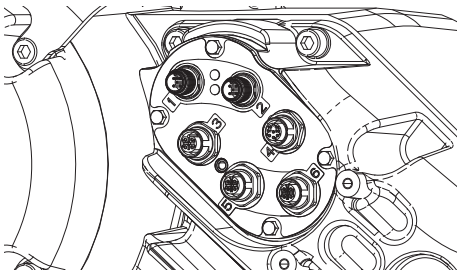

Rys. 40
c. Poluzować uchwyt przewodu (CG).
d. Wyjąć przewody z obudowy agregatu przeciągając je przez uchwyt przewodu (CG).
e. Rozłączyć kable podłączone do złączy 1-6 znajdujących się z boku agregatu (AB) – patrz RYS. 40.